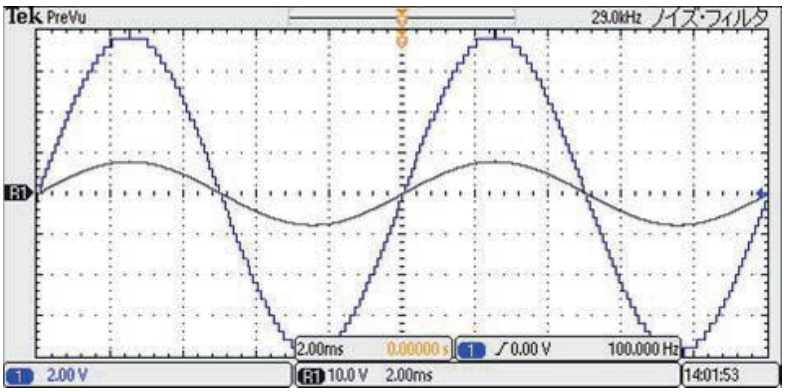

図1　一見きれいに見える黒色の波形は、拡大してみると41レベルの階段状波形であることがわかる
①誤差が多くなる
②誤差は多くならない
答えは①です。複数の波形を画面に表示する際、波形同士が重なることを嫌い、波形を小さくして縦に並べることがあります。この場合、画面の見掛けはいいのですが、波形の正確さに欠けます。下図のように、小さく表示した波形(黒色)を拡大して、デジタル化における量子化誤差を青色で見やすく表示しました。(**図1**)